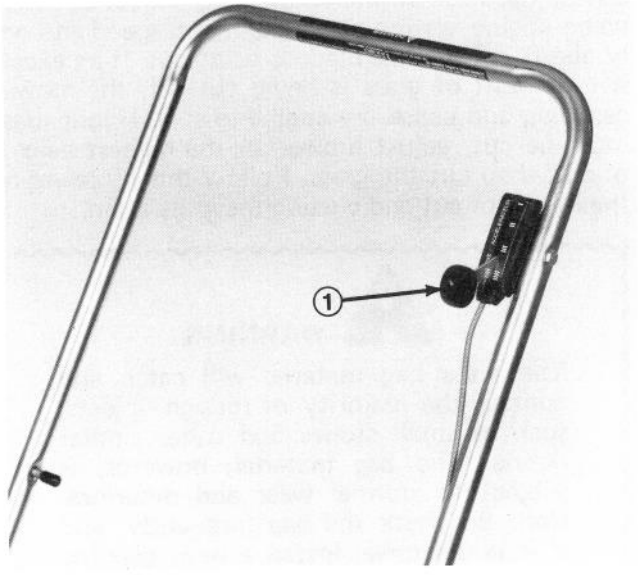

Figure 12
2. Move throttle control forward to START position (Fig. 12).